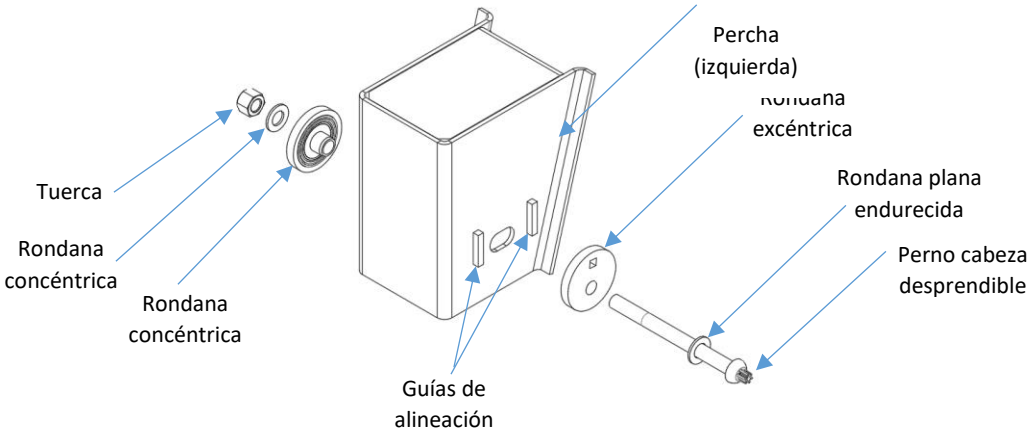

Figura 12. Componentes pivote “Quick Align”
El ensamble de pivote tipo Quick-Align está representado de la Figura 12
1. Asegurar el conjunto de perno de cabeza desprendible de tal manera que las rondanas de alineación se mantengan fijas contra la percha al mismo tiempo que se permita el libre giro de las rondanas endurecidas (Componentes ilustrados en figura 12). En éste punto no se debe desprender la cabeza del perno.